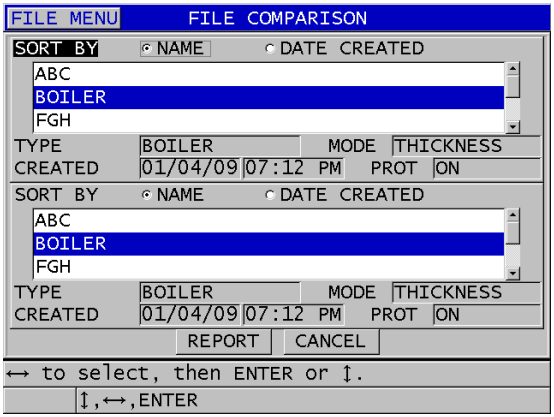

Rysunek 11-33 Ekran raportu FILE COMPARISON (Porównanie plików)
6. Na ekranie **FILE COMPARISON** (Porównanie plików) (patrz Rysunek 11-33 na stronie 242):